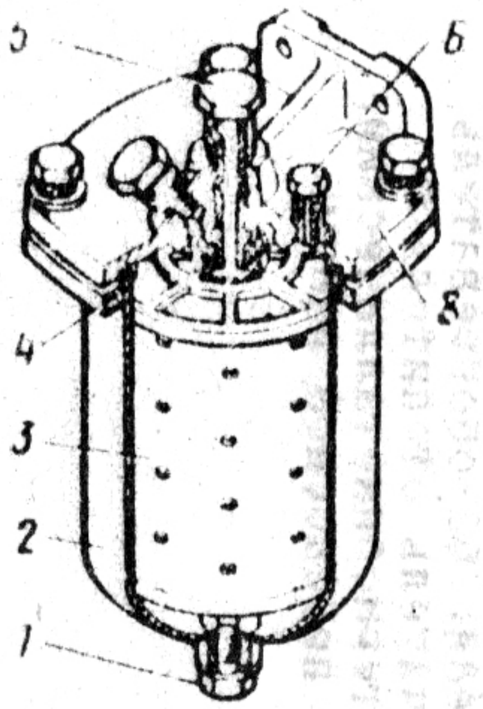

Рис. 4. Фильтр топливный тонкой очистки
- отверните четыре болта 7 (рис. 4) и снимите нажимное кольцо 4 с колпаком 2;